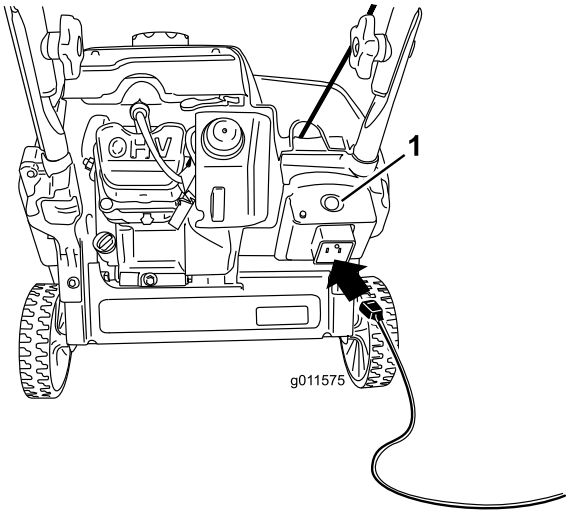
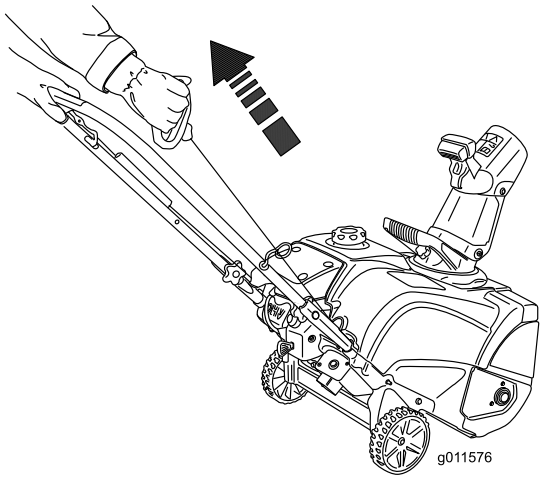

Figur 19
Figur 20
4. Anslut en förlängningssladd till en strömkälla och maskinen och tryck på den elektriska startknappen (endast modell 38283) (Figur 19) eller dra i startsnörets handtag (Figur 20).